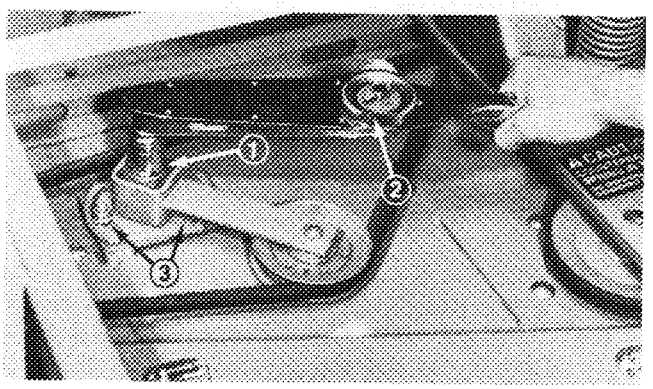

Figure 33
3. Loosen two nuts securing idler plate in place (Fig. 33). Using a socket and torque wrench, tighten the idler adjusting nut (Fig. 33) until proper torque value is achieved.
3. Nuts (2)
4. Hold the torque against the belt and tighten the two nuts so idler plate is held securely in place (Fig. 33). Release the idler adjusting nut. Install cover and secure latches.
3. Loosen two nuts securing idler plate in place (Fig. 33) and remove old belt from pulleys.